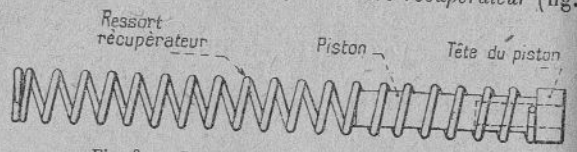

Fig. 8. — Ressort récupérateur avec son piston.
37. Le mécanisme de platine comprend : les *mécanismes de percussion et d'alimentation;* le *ressort récupérateur* (fig. 8)